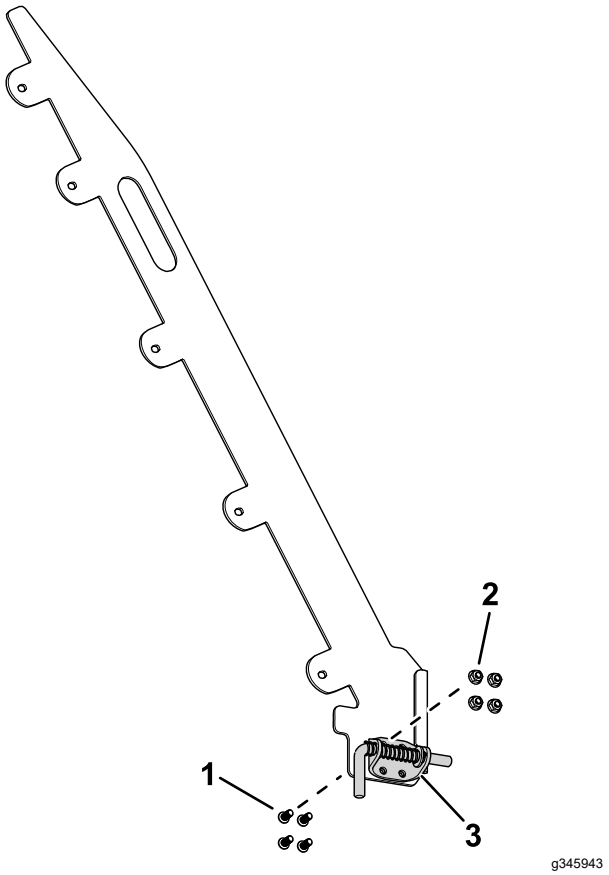

Figur 9
1. Använd fyra torxskruvar och fyra muttrar (5/16 tum) för att fästa spärrpinnefästet på styrplattan på rampenheten (Figur 9).